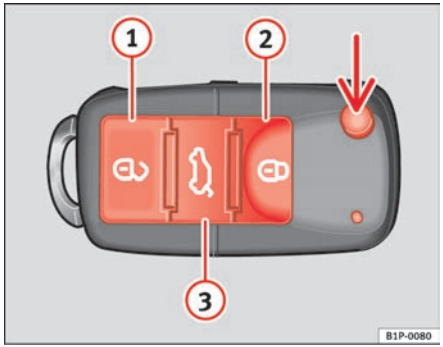

Fig. 42 Assignment of buttons on the remote control key
Using the button ⇒ fig. 42 (arrow) on the control, the key shaft is released.
Unlocking the vehicle ⇒ fig. 42 (1).
Locking the vehicle ⇒ fig. 42 (2).
Unlocking the tailgate. Press the button ⇒ fig. 42 (3) until all vehicle indicators briefly flash. When the unlocking button (3) is pressed, you have 2 minutes to open the door. Once this time has passed, it will lock once more.